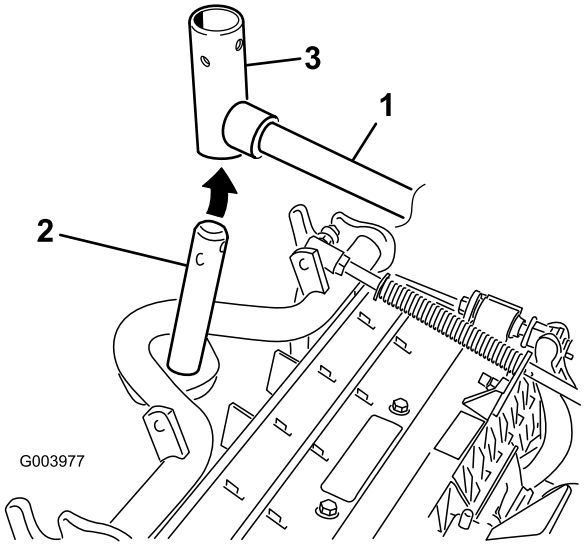

**Figuur 11**
8. Als u een voormaaidek monteert, moet u het maaidek onder de hefarm schuiven, terwijl u de as van het draagframe in het juk van het draaipunt van de hefarm steekt (Figuur 11).
B. Plaats het juk van de hefarm op de as van het draagframe (Figuur 11).